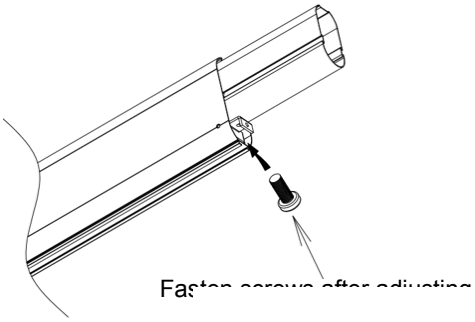

Figure 3-3
4) Put the expansion boom in the main boom, adjust the length of the expansion boom, and fasten the expansion boom in screws, as shown in the figure 3-3.